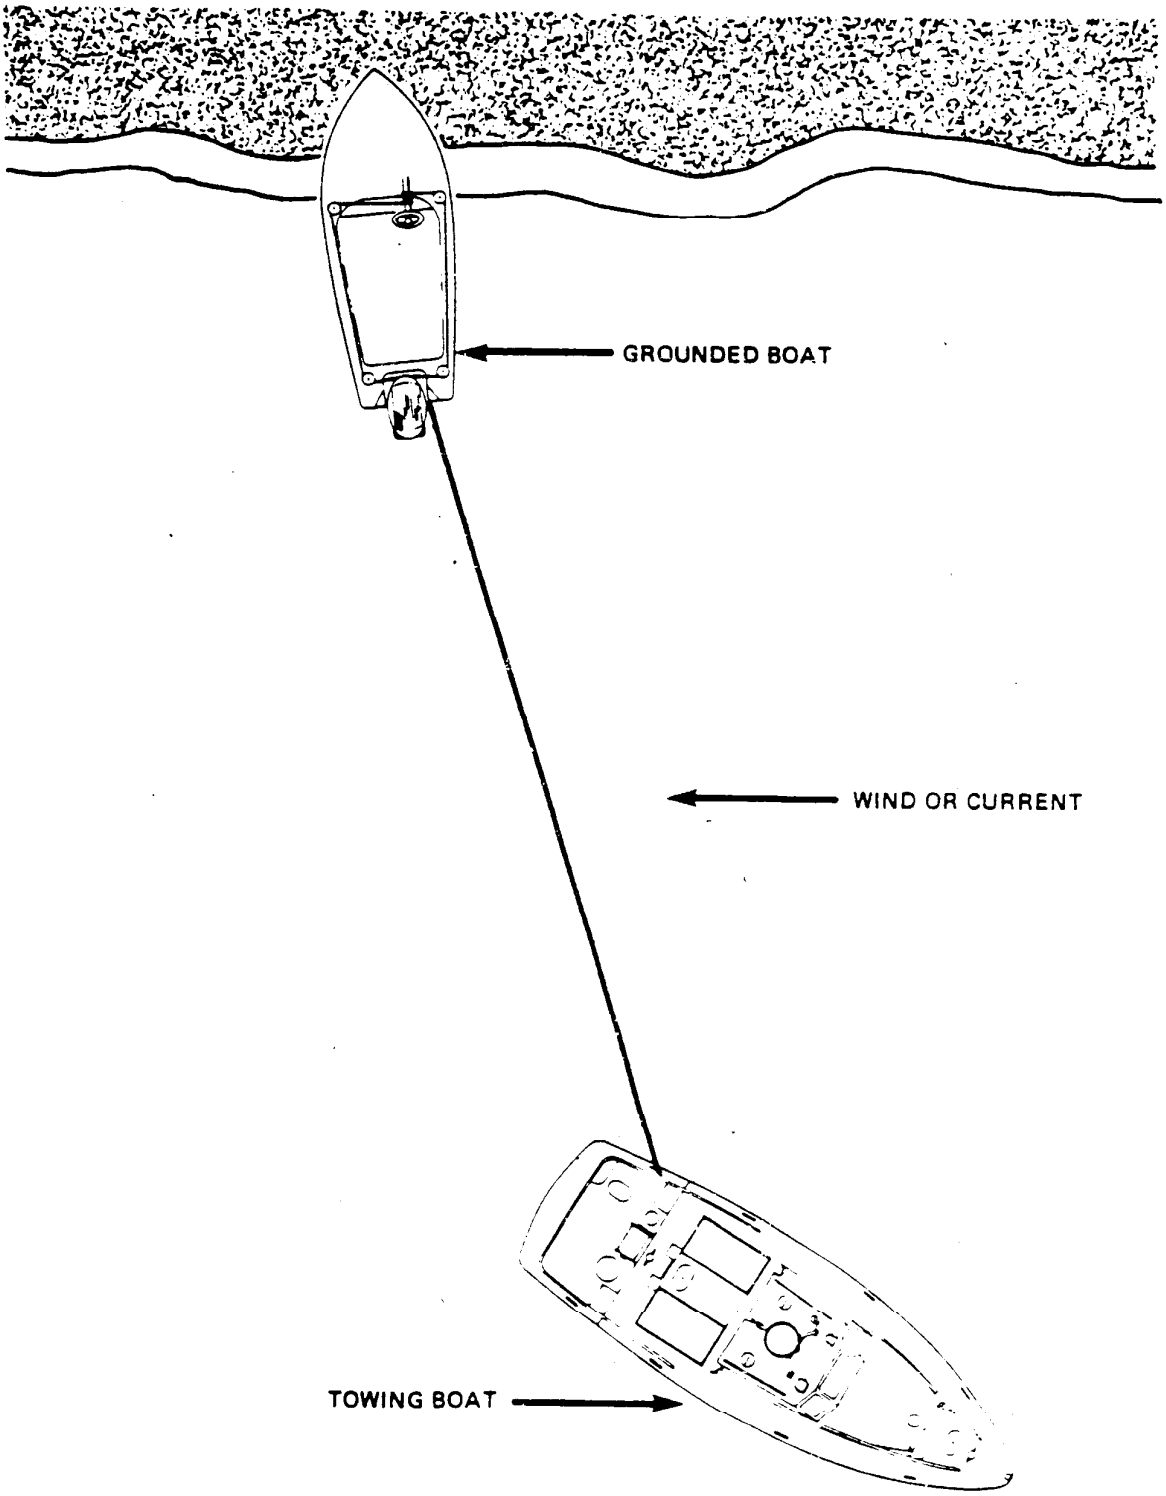

Figure 12-37 Wind or Current
c. Refloating procedures. Regardless of the refloating method used, set will carry your boat in the direction of the current. To counter this, secure your towline forward of the stern or aft of your bow for increased maneuver ability. (See Figures 12-37 and 12-38). The various procedures for assisting a grounded vessel are outlined below:
(1) Determine set.
(2) Ensure proper steps have been taken to anchor the boat. Anchors should be layed out to seaward to prevent the boat from being driven further aground.
(3) Determine the location and extent of hull damage, if any. If the boat is beached, every attempt should be made to have a beach party from your unit visually inspect and evaluate the condition of the grounded vessel. Ensure the vessels hull is free of sand, water and leaks. If vessel is holed, effect temporary repairs to reduce leaking to a minimum. If the vessel is wooden hull, determine if any seams have worked open. Effect temporary repairs if possible.